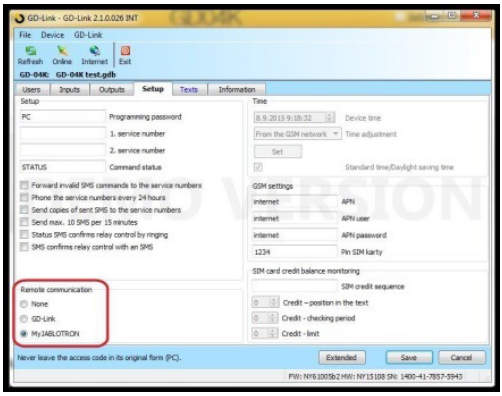

Figure 2
Pour effectuer l'accès à distance et les configurations ultérieures à l'aide du logiciel GD-Link, il convient de choisir l'une des options suivantes. Voir Paramètres → Communication à distance, et configurer GD-Link ou MyJABLOTRON (voir figure 2).
1. À l'aide du logiciel GD-Link, ouvrir les paramètres de communication à distance et sélectionner le paramètre MyJABLOTRON (voir figure 2).